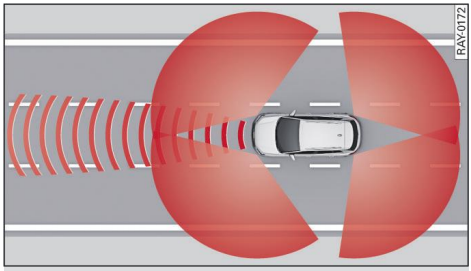
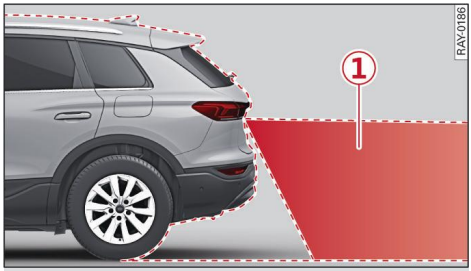

Fig. 88 Areas covered by the sensors
Fig. 89 Area covered by reversing camera
Depending on the vehicle's equipment, the entire area surrounding the vehicle can be detected ⇨ *Fig. 88*.
The reversing camera is only able to detect the area shown in red (1) ⇨ *Fig. 89*. Only this area is shown on the centre display ⇨ ⚠.
The areas covered by the sensors ⇨ *Fig. 88* and cameras ⇨ *Fig. 89* are examples and do not represent the range to scale.